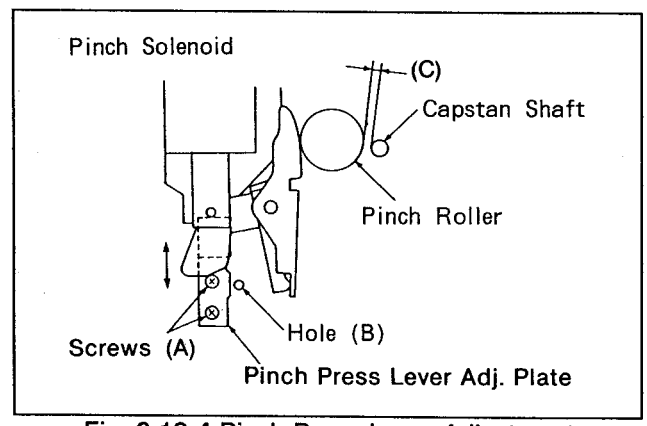

Fig. 6-12-4 Pinch Press Lever Adjustment
2. Loosen the 2 screw (A) and insert the Eccentric Screwdriver to Hole (B) as shown in figure 6-12-4.
3. Turn the Eccentric Screwdriver so that the clearance (C) is 1.1 +/-0.1mm as shown in figure 6-12-4.
4. Tighten the 2 Screws (A).